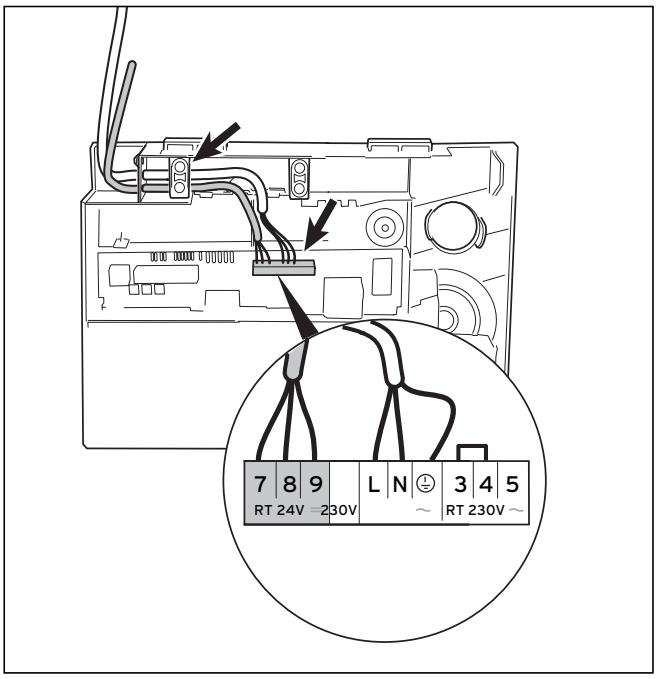

Fig. 4.12 Raccordement des appareils de régulation et accessoires
- Posez les conduites requises au niveau des raccordements dans la boîte de commande en vous conformant à la fig. 4.12.